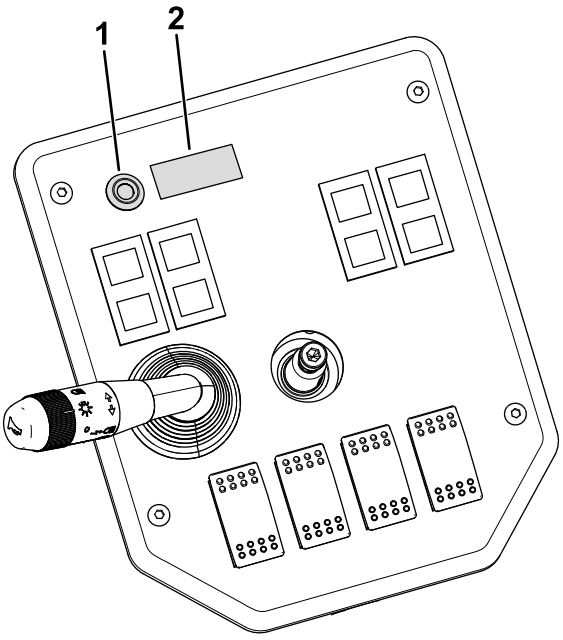

Figure 14
4. Remove the plug and install the LED light and the slope-sensor decal to the dashboard (Figure 14).